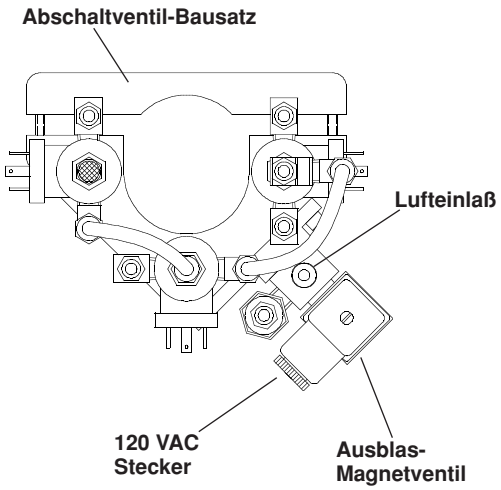

Abbildung 4-9 Vorbereitungen zum Ausblasen des Kühlmittels
2. 1/4"-Luftschlauch am Lufteinlaß des Abschaltventil-Bausatzes (Abb. 4-9) anschließen.